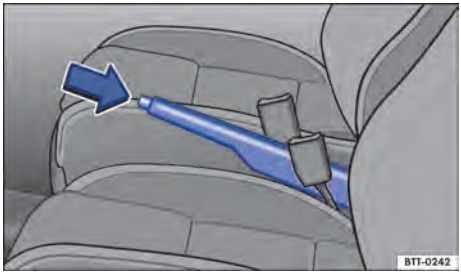

Fig. 101 Entre os bancos dianteiros: alavanca do freio de estacionamento.
– Puxar a alavanca do freio de estacionamento para cima com o botão bloqueador pressionado → Fig. 101 (seta).
– Puxar a alavanca do freio de estacionamento um pouco para cima e pressionar o botão bloqueador → Fig. 101 (seta).